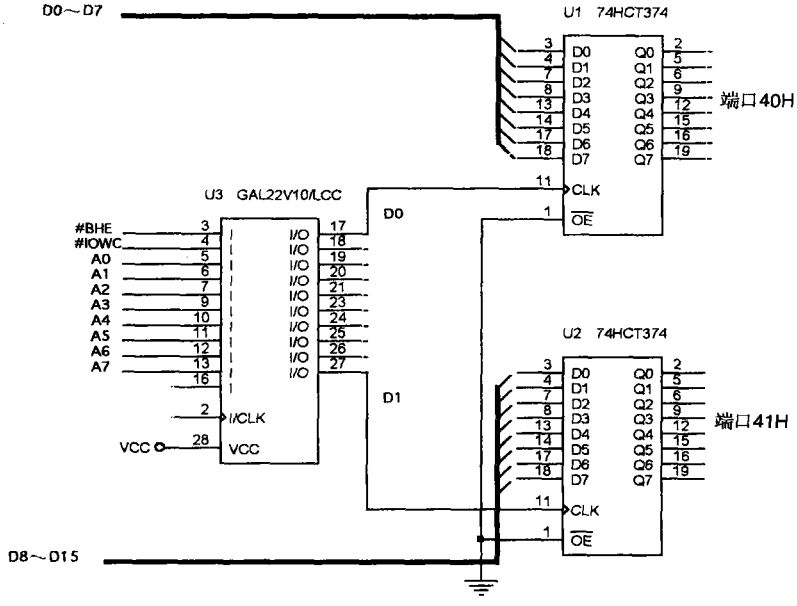

图11-14 选择端口40H和41H输出数据的I/O端口译码器
图 11-14 给出了一个系统,它包含 2 个不同的 8 位输出设备,分别位于 8 位 I/O 地址 40H 和 41H 处。由于它们是 8 位设备且出现在不同的 I/O 体中,所以要产生独立的 I/O 写信号。注意,所有 I/O 端口均使用 8 位地址,因此端口 40H 和 41H 每个都可作为独立的 8 位端口被寻址,或者一起作为一个 16 位端口被寻址。用于图 11-14 的 PLD 译码器的程序见例 11-4。
-- 图 11-14 中译码器的 VHDL 代码描述